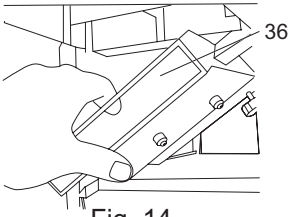

Fig. 14
> Sostenga el conjunto del puerto de extracción de polvo (36) aproximadamente a 45° y deslícelo en su sitio en la mesa de la cepilladora. (Fig. 14)